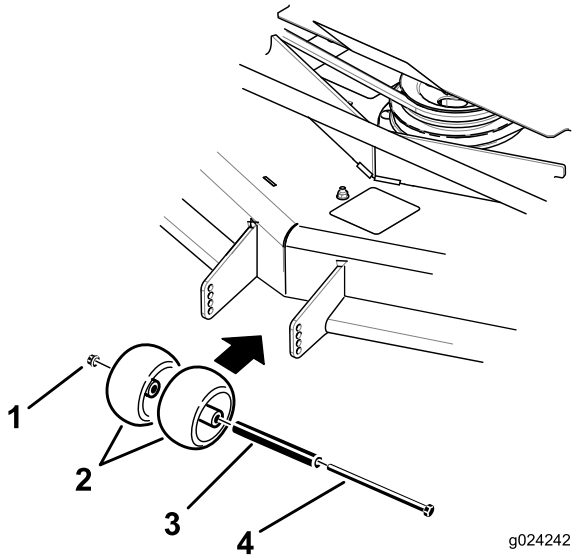
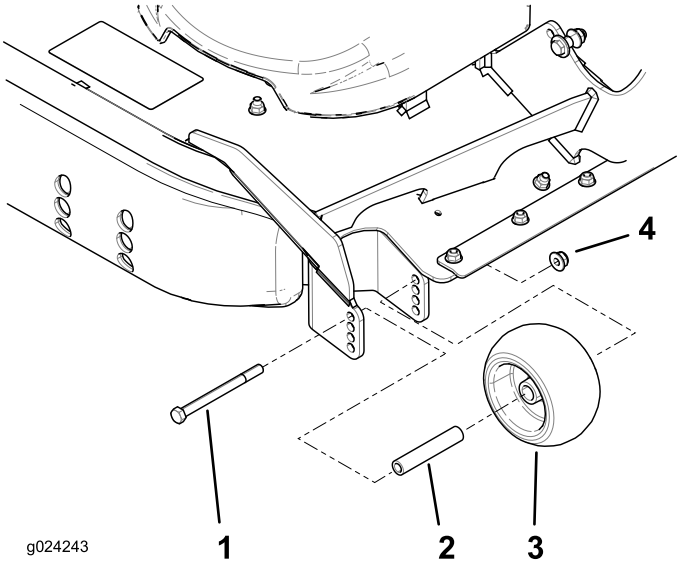

Figur 28
Figur 29
3. Juster antiskalperingsrullerne som vist i Figur 28 og Figur 29 for at matche den tætteste klippehøjdeposition.